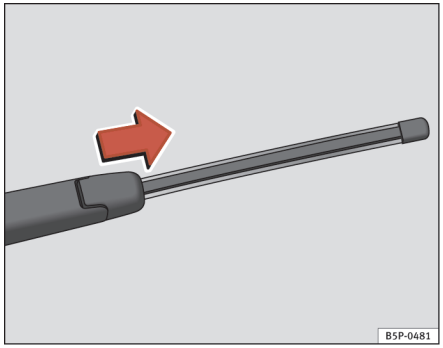

Fig. 144 Sådan tages viskerbladet bagpå af.
– Vip viskerarmen væk fra bagruden ⇒ fig. 144.
– Skub viskerbladets adapter i pilens retning, og tag viskerbladet af ⇒ fig. 144.